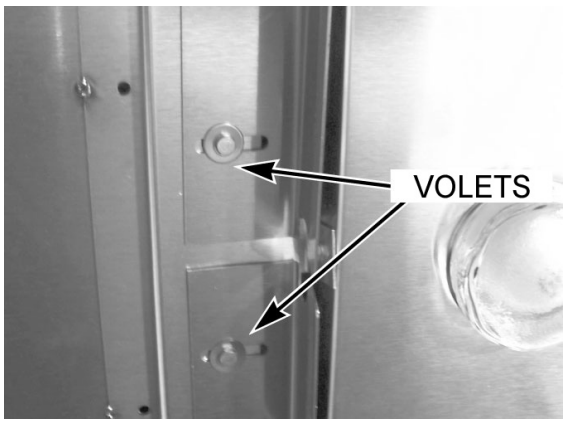

Fig. 9
1. Vérifiez les buses d'aération (volets) (Fig. 9) situées à l'intérieur du four et serrez les vis.